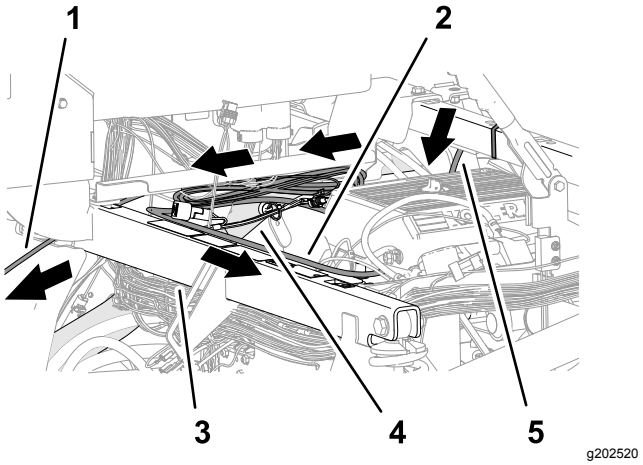

Figuur 203
5. Leid de datakabel en de accukabel over de dwarsbalk voor de stoelsteun en bevestig de aftakking van 390 cm van de datakabel met 2 kabelbinders aan de dwarsbalk (Figuur 201 en Figuur 203).
6. Leid de aftakking van 220 cm van de accukabel langs de bovenste framebuis aan de rechterkant (Figuur 203).
7. Leid de aftakking van 220 cm van de accukabel over de schokbrekerbuis naar de accu (Figuur 203).
8. Leid de aftakking van 220 cm van de datakabel (de kabelboomaftakking met de connector met 26 contacten) onder de bedieningseenheid en voorwaarts naar het dashboardpaneel (Figuur 203).